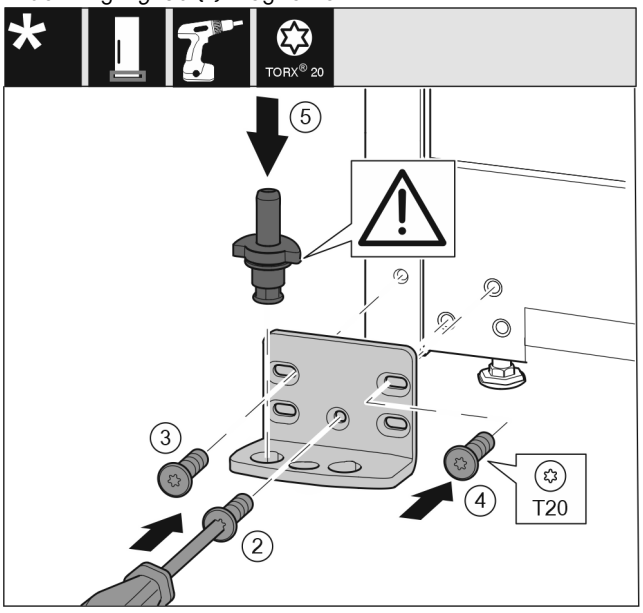

*Fig. 31*
- ▶ Lagerbok aan de andere zijde plaatsen en met behulp van een schroevendraaier er in schroeven. Met schroef *Fig. 31 (2)* onder in het midden beginnen.
- ▶ Schroef *Fig. 31 (3)* en schroef *Fig. 31 (4)* vastschroeven.
- ▶ Lagerbouten *Fig. 31 (5)* volledig insteken. Let hierbij op dat het vergrendelingslipje naar achteren wijst.